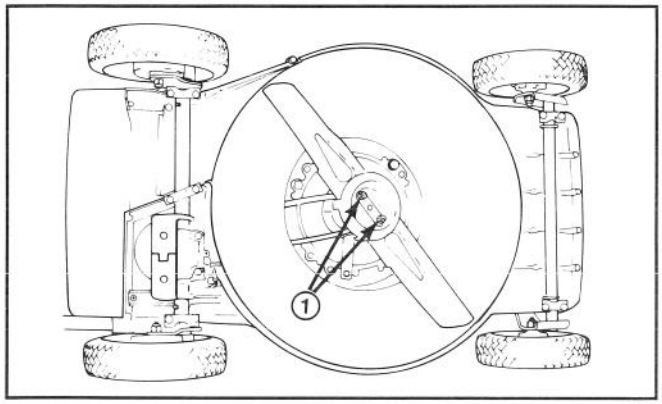

Abbildung 22
3. Den Mäher auf die linke Seite kippen (Abb. 22). Das Messer nicht drehen, da es sonst Startprobleme geben könnte.
5. ENTFERNEN DES MESSERS—Das Endstück des Mähmessers mit einem Lappen oder einem dicken Handschuh anfassen. Entfernen Sie 2 Gegenmuttern, 2 Unterlegscheiben, Schutzpfanne und Messer (Abb. 22 & 24).